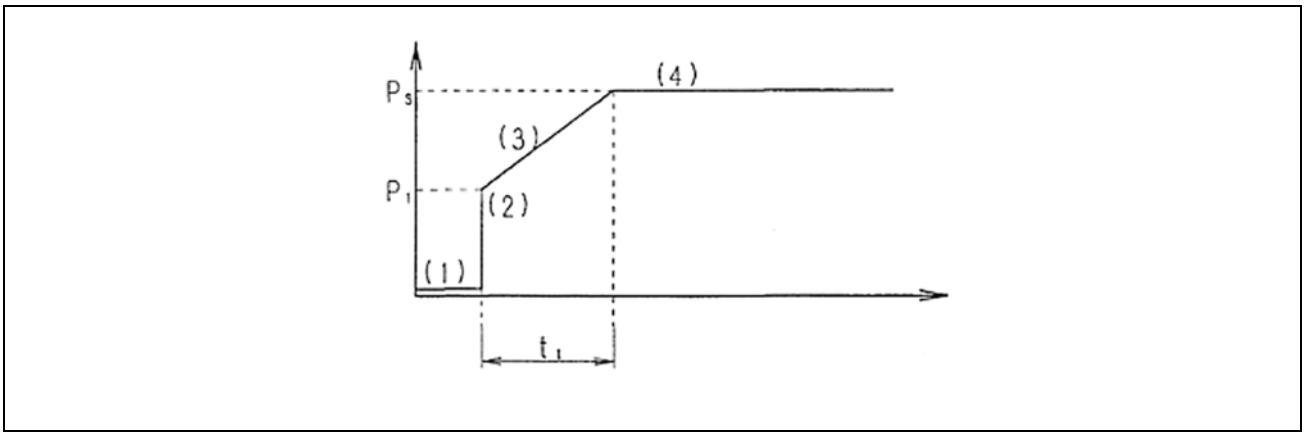

Figure 2. Boosted pressure characteristics
Through the processes (1) - (4) above, the relief pressure varies as shown in Figure 2.